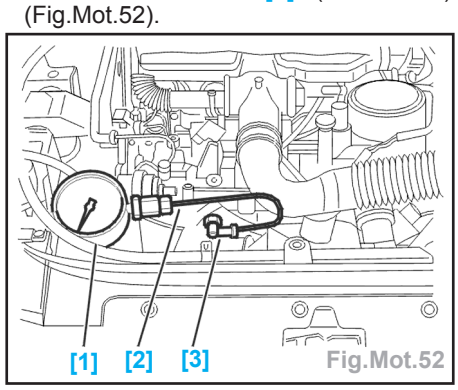

Fig.Mot.52
- Monter le raccord [3] (**ref.1503-E**) (Fig.Mot.52).